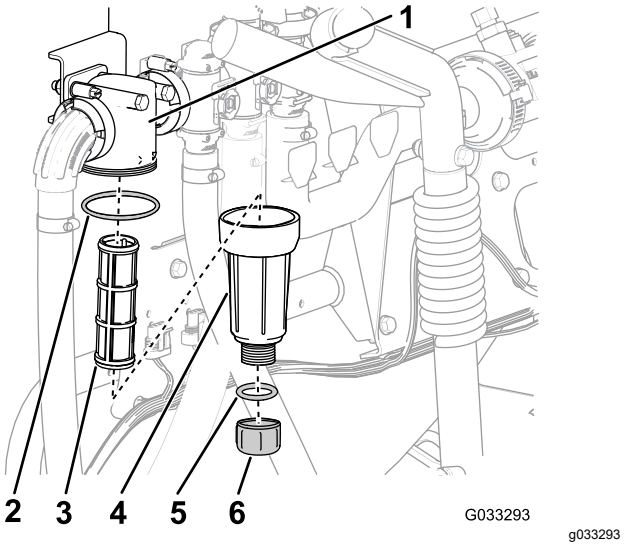

Figura 61
2. Coloque un recipiente de drenaje debajo del filtro de presión (Figura 61).
3. Gire el tapón de vaciado en sentido antihorario y retírelo de la cubeta del filtro de presión (Figura 61).
4. Enrosque la cubeta en sentido antihorario y retírela de la cabeza del filtro (Figura 61).
5. Retire el elemento usado del filtro de presión (Figura 61).
6. Inspeccione la junta tórica del tapón de vaciado (situada dentro de la cubeta) y la junta tórica de la cubeta (situada dentro de la cabeza del filtro) en busca de daños o desgaste (Figura 61).
7. Instale el elemento nuevo del filtro de presión en la cabeza del filtro (Figura 61).
8. Instale la cubeta en la cabeza del filtro, y apriétela a mano (Figura 61).
9. Instale el tapón en la cubeta, y apriételo a mano (Figura 61).